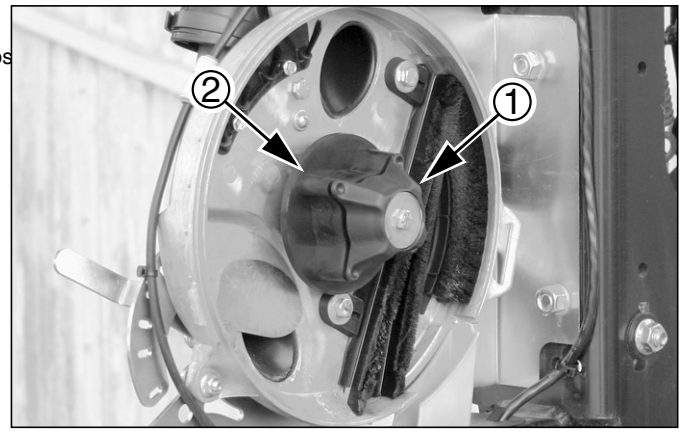

Figura 91 29608
Remítase a la Figura 91 (que muestra un dosificador vacío)
1. Extraiga el protector para lluvia. Si hay semillas, cierre el regulador (4) para evitar que entren más semillas al dosificador. Coloque el embudo (pág. 91).
2. Mantenga el disco semillero en el dosificador. Gire la abrazadera del disco (1) 45º en sentido contrario a las agujas del reloj para liberar el disco.
4. Limpie las semillas de todos los cepillos. Limpie el asiento del disco ((2) en la Figura 91 de la página 70), de modo que los nuevos discos puedan asentarse completamente. Inspeccione los cepillos para controlar si están muy dañados o desgastados. Ver "**Mantenimiento de los Discos Semilleros**" en la página 93.